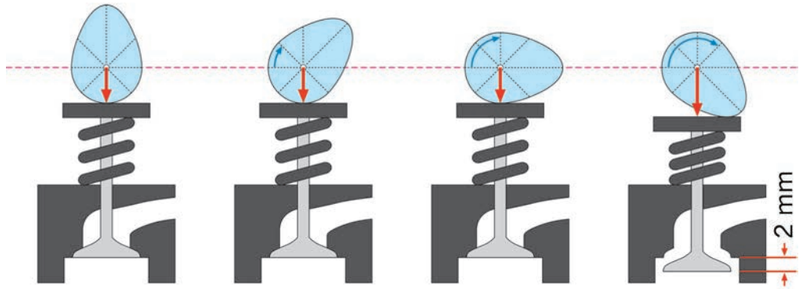

Figure 10: The movement of a valve as a cam rotates
Figure 10 shows how the rotation of a cam changes the position of a valve in an engine. The figure continues on the next page. Study this figure carefully before you answer the following questions.
1. Copy and complete the table above to show how far the valve is open at different positions of the cam in Figure 10. Measure the distance that the valve is open.
Figure 10 above shows different positions of a cam and a valve as the cam is rotating. This is the way that the valves in most engines are opened and closed at the correct times.